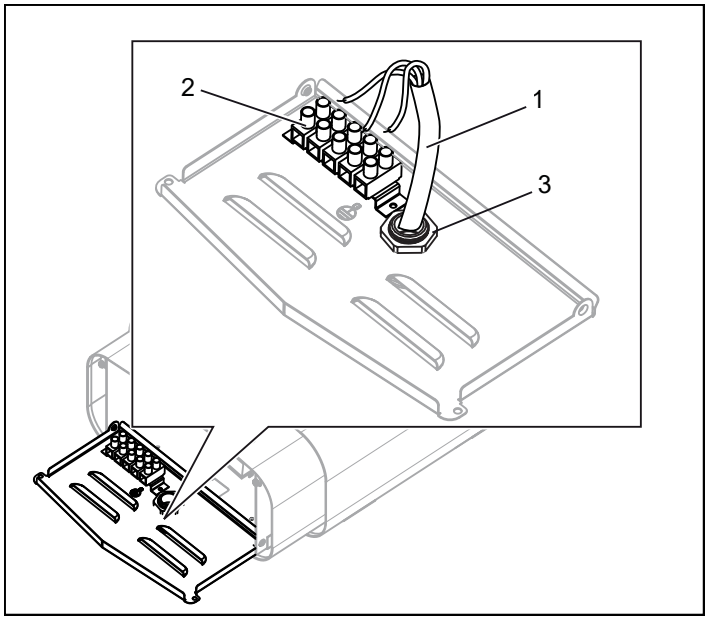
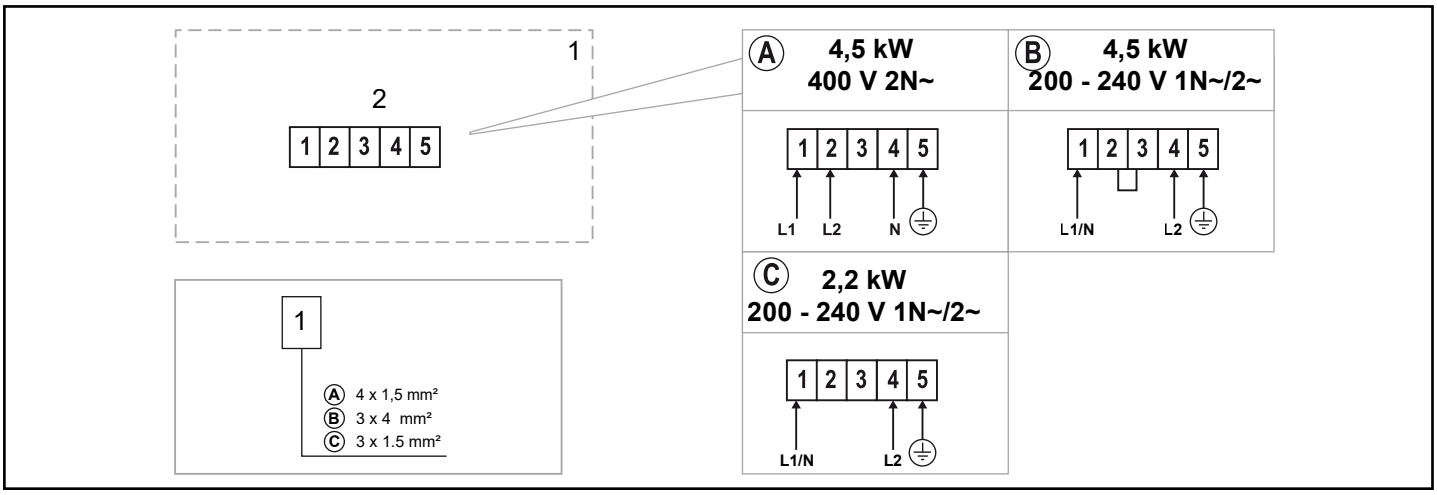

Figure 6 : branchement
Figure 15 : Schéma de branchement
3. Fixez les dispositifs anti-arrachement (3) et raccordez le câble électrique (1) au bornier (2) (voir Figure 6), en suivant le schéma de raccordement (voir le paragraphe Schéma de raccordement/branchement, Figure 15).